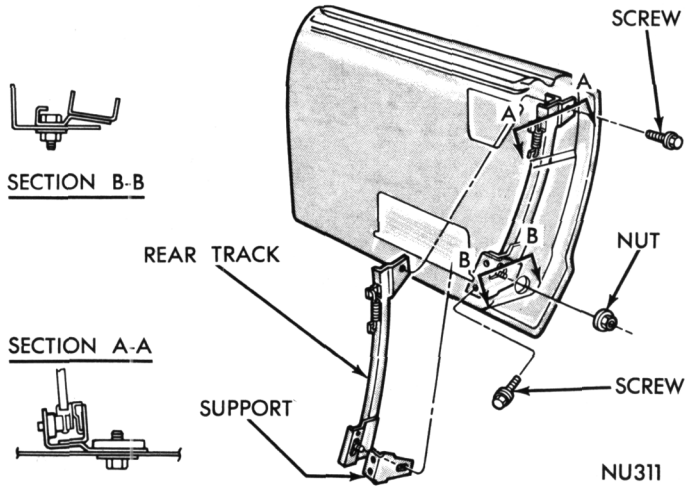

Fig. 29—Glass Rear Track
(1) Remove the door glass and front track assembly.
(2) Remove screw attaching track upper bracket to door lock face and nut attaching track lower bracket to lower support (Fig. 29).
(3) Remove track assembly through large access hole in door panel.